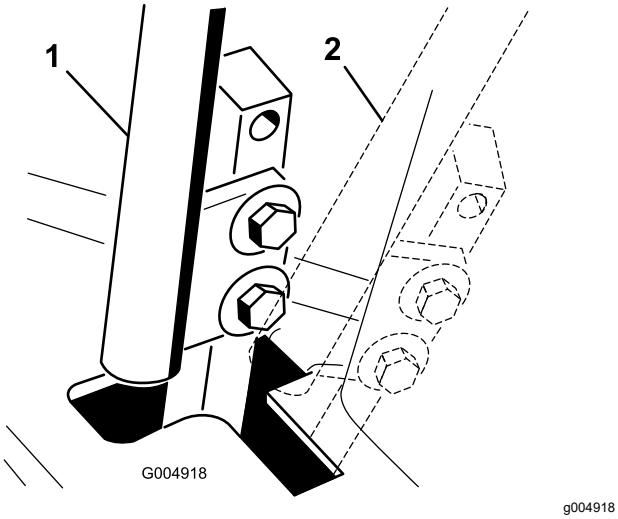

Figur 51
4. Flytta reglaget till NEUTRALLÄGET, men **lås inte fast det** (Figur 51).
6. Kontrollera var rörelsereglaget står i relation till spåret i konsolen (Figur 51).